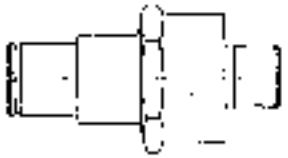

Fig. 70
c) in the bolt Part No. 7775.70 (Fig. 70), the tractor being fitted with the adjustable three-position drawbar besides the above-mentioned groups.